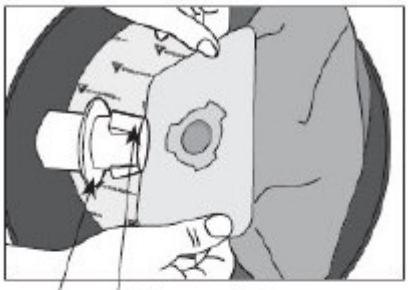

figure 19
3. Installer le nouveau sac, en vous assurant d'aligner les coches du sac avec les pointes de l'adaptateur **(figure 19)**.